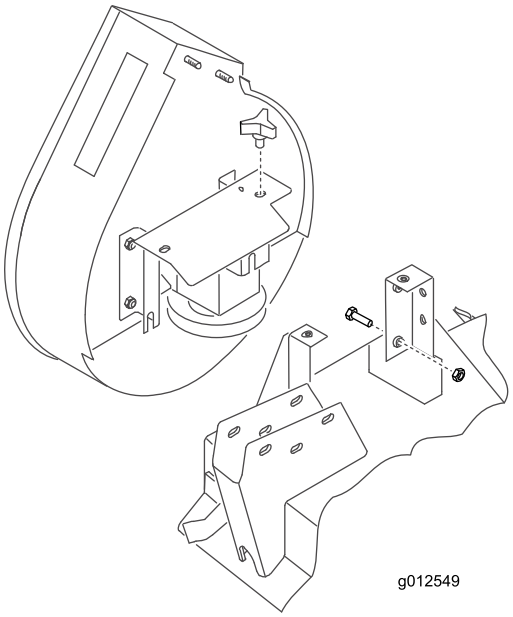

Figura 21
2. Deslize o soprador para as cavilhas de alinhamento do suporte de montagem (Figura 21) enquanto encaminha a correia à volta da polia do soprador.